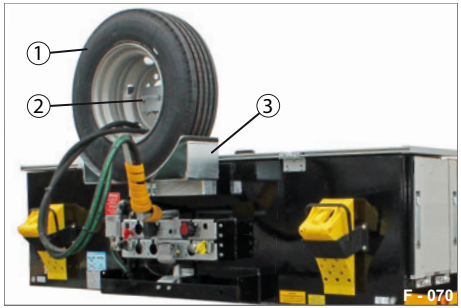

Abb. 95 Reserverad an der Stirnwand
▶ Entnehmen Sie das Reserverad aus der Halte-Konsole (Abb. 95/3).
▶ Setzen Sie das Reserverad in die Halte-Konsole (Abb. 95/3) ein.